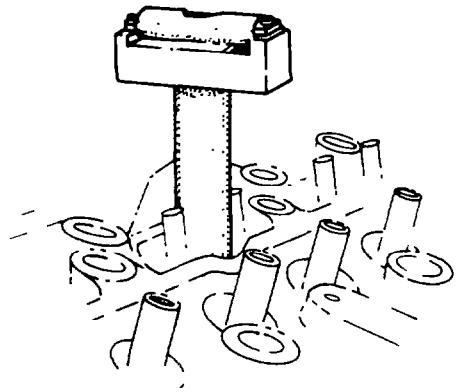

Fig. 15 — Levelling Cylinder Head
d. Correctly position the head. The injection nozzle sleeves must be perpendicular to the drill press table (see fig. 15).